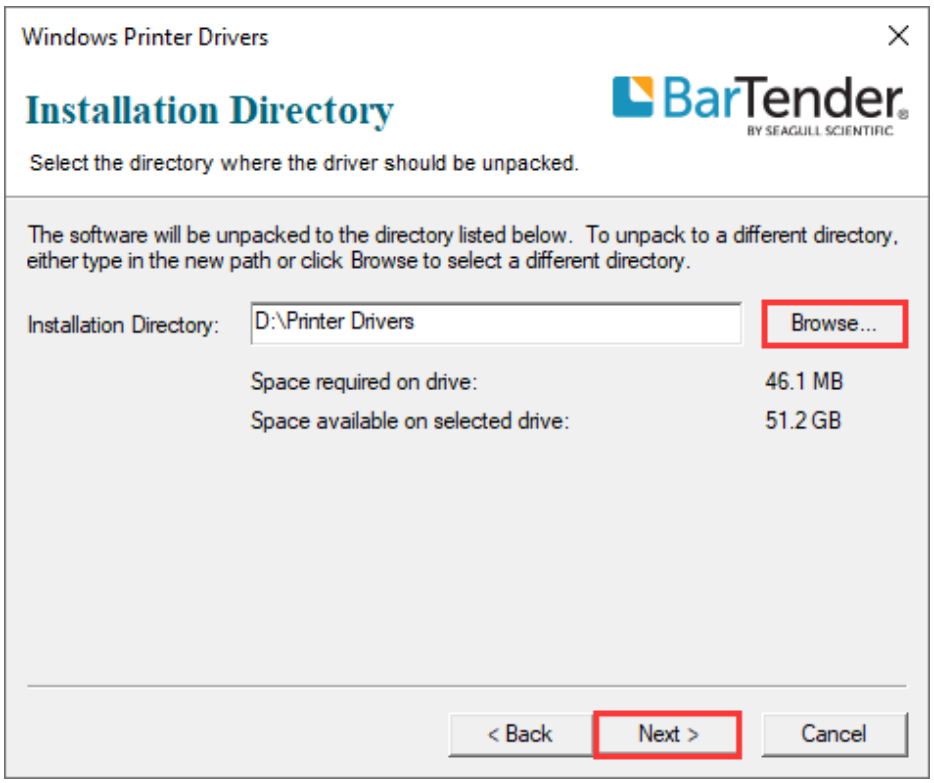

Figure 2-24 Installation Directory Screen
4. The "Installation Directory" screen displays. Click "Browse…" and select where the files will be installed, then click "Next", as shown in Figure 2-24.